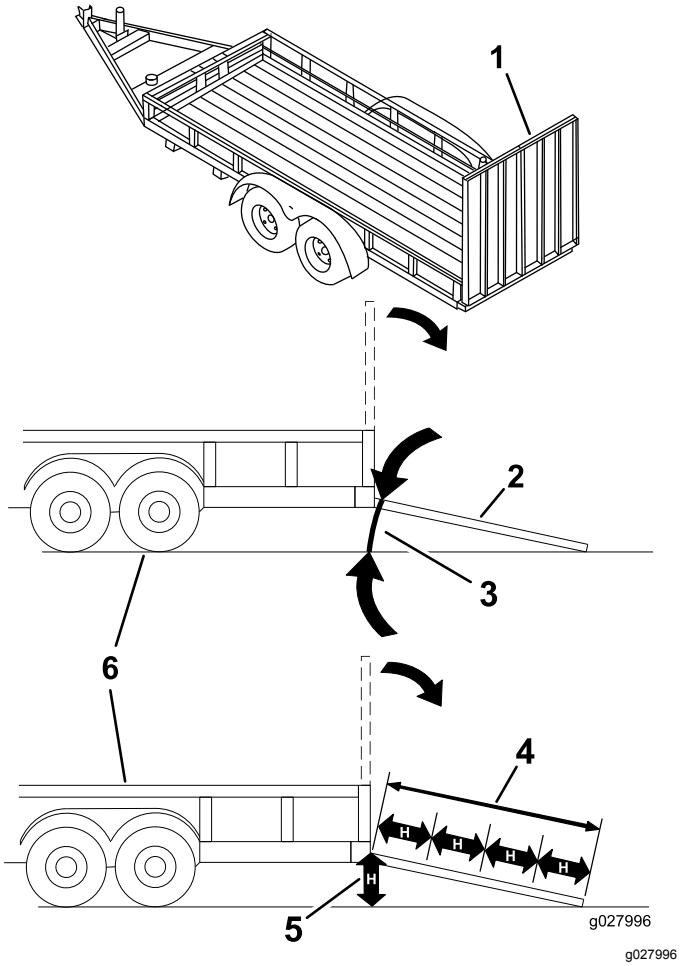

Rysunek 34
Ładowanie maszyny na przyczepę lub ciężarówkę zwiększa prawdopodobieństwo przewrócenia maszyny, co może prowadzić do poważnych obrażeń lub śmierci (Rysunek 34).
3. Obniż pochylnię i upewnij się, że kąt pochylni względem podłoża nie przekracza 15 stopni (Rysunek 34).